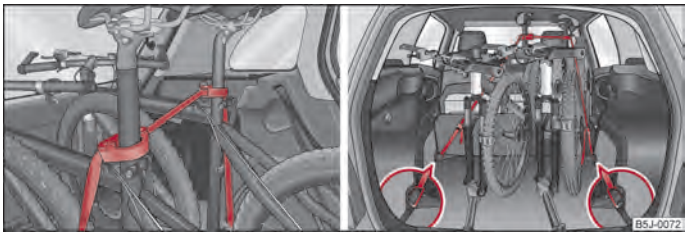

Fig. 59 Fissaggio delle bicicliette con fascette / fissaggio delle biciclette con un nastro
– Montare le fascette con la parte in gomma in avanti (nel senso di marcia) il più in basso possibile sull'asta della sella e chiudere la fascetta ⇒ fig. 59.
– In caso di trasporto di due biciclette tendere il nastro ⇒ fig. 59 tra le aste della sella, montando le biciclette separatamente.